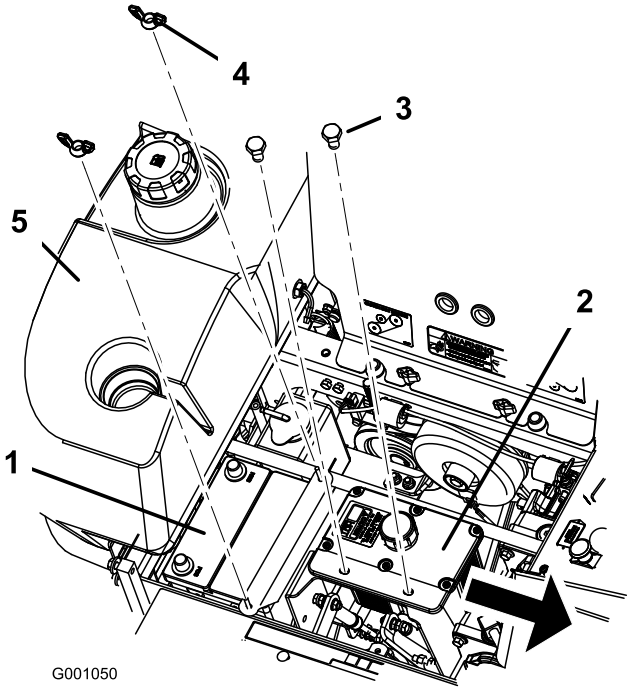

Figur 44
6. Fjern de to vingemøtrikker (1/4 tomme), som fastholder batteriets spændestykke (Figur 44).
7. Løsn de to bolte, der holder hydrauliktanken (Figur 44).
1. Placer batteriet i bakken, så polerne vender væk fra hydrauliktanken (Figur 44).
6. Fastgør batteriet med J-bolte, hold spændestykket og 2 skiver (1/4 tomme) nede og 2 vingemøtrikker (1/4 tommer) (Figur 44).